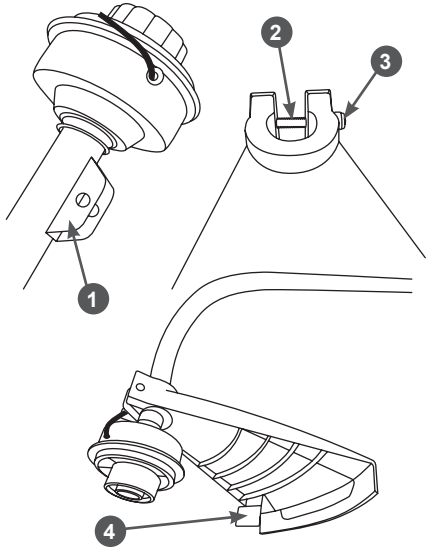

Рис. 3. Установка защитного кожуха
2. Для установки защитного кожуха, снимите с него болт 2 (Рис. 3). Установите на нижнюю штангу защитный кожух и закрепите его с помощью болта 2 и гайки 3 на кронштейне 1 (Рис. 3).
4. Проверить исправность защитного кожуха триммерной головки. Снять защитный чехол 4 ножа для обрезки корда (Рис. 3). Проверить отсутствие повреждений и остроту заточки ножа для обрезки корда, установленного на защитном кожухе. При необходимости заточить.